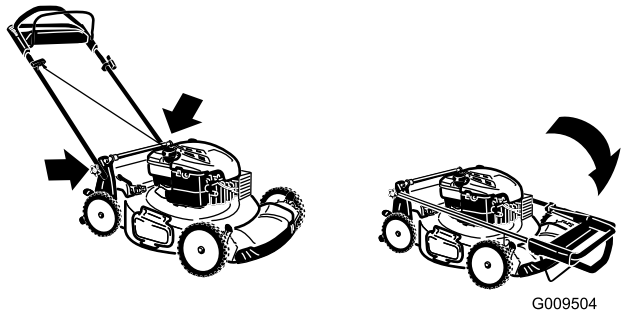

Figuur 34
2. Klap het bovenste deel van de handgreep naar achteren zoals word getoond in Figuur 34.